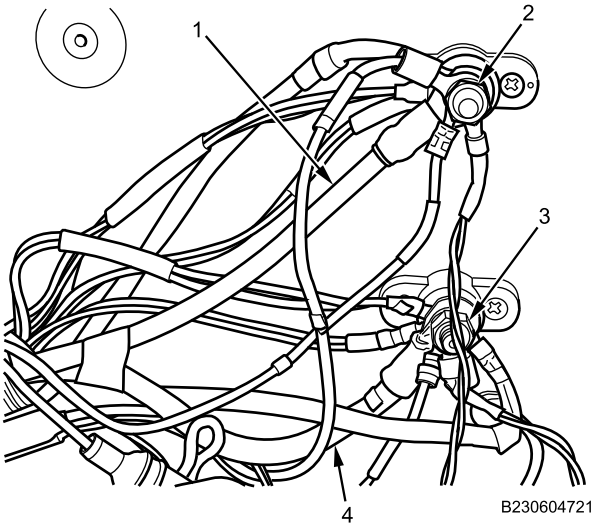

Figure 5. GFE Wiring Harness Connections.
1. Position 24V GFE wiring harness in vehicle as labeled during removal. Install two nuts (Figure 5, Item 2 and 3) to secure GFE wiring harness cables (Figure 5, Item 1 and 4).